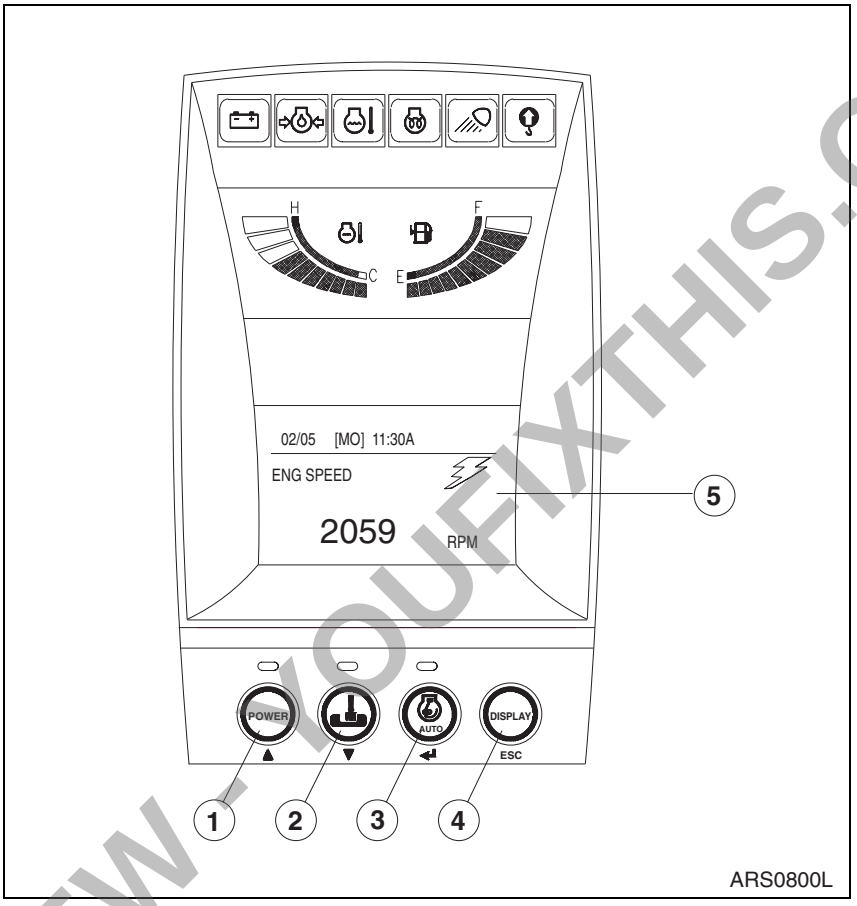

Figure 12
F. Remove swash plate (103, Figure 12) from inside of shaft and remove shaft.